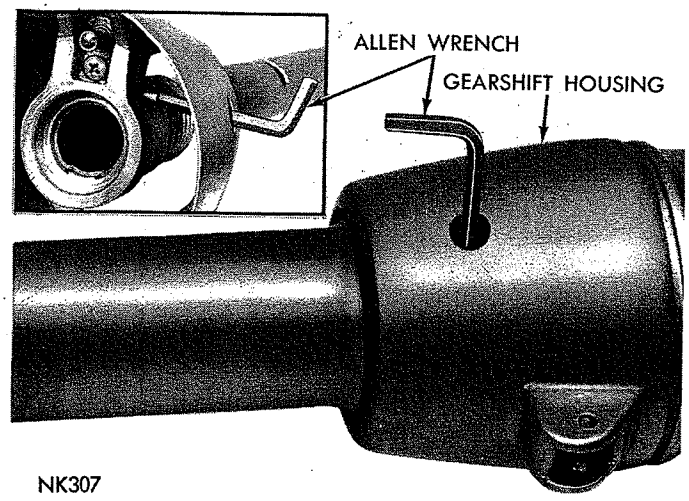
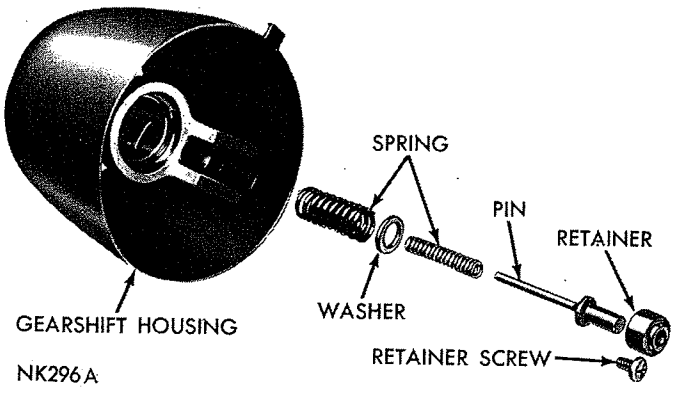

***Fig. 12—Removing or Installing Gearshift Tube Lock Screw***
***Fig. 13—Gearshift Housing—Disassembled (Valiant and Belvedere Models)***
(7) Rotate gearshift housing to align opening with the lock screw (Fig. 12). Remove lock screw with an allen wrench, then carefully pull gearshift tube out of column jacket. If necessary, remove shift lever crossover spring load parts (Figs. 13 or 14).
(8) Remove floor plate assembly from the column jacket.
(2) Install shift lever crossover spring load parts in gearshift housing (Fig. 13 or 14). Be sure all parts
(8) Rotate gearshift housing to align it so lock screw can be installed with an allen wrench (Fig. 12). Tighten the screw securely.